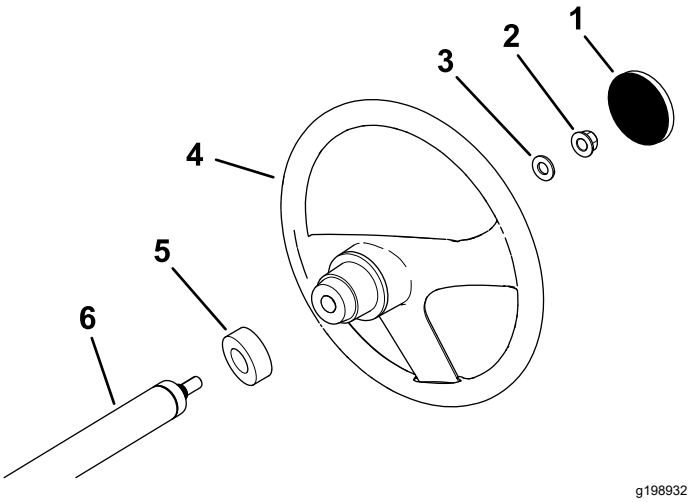

Figur 3
1. Ta i förekommande fall bort kåpan från rattnavet (Figur 3).
2. Ta bort låsmuttern (½ tum) från styraxeln (Figur 3).
3. Skjut in ratten, dammskyddet och brickan (½ tum) på styraxeln (Figur 3).
5. Montera kåpan på ratten (Figur 3).